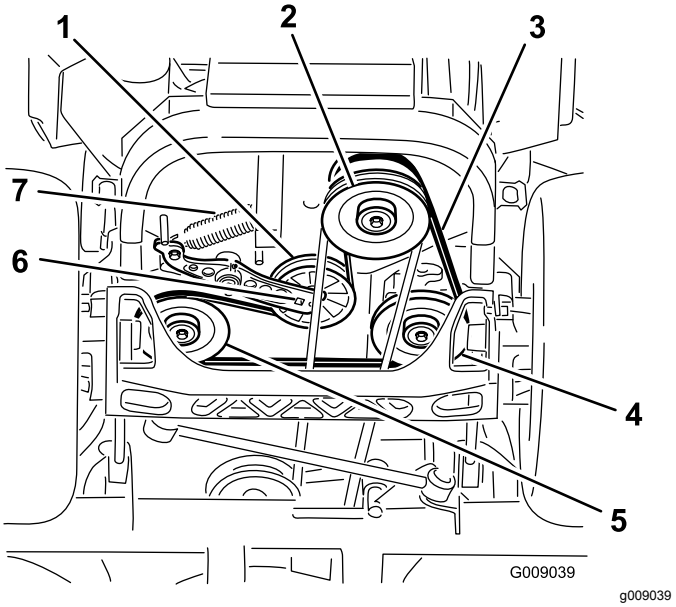

Figure 97
4. Soulevez la machine sur des chandelles (Figure 97).
5. Insérez un rochet dans le trou carré du bras de la poulie de tension pour déposer le ressort (Figure 97).
6. Décrochez le ressort de la poulie de tension du cadre (Figure 97).
9. Insérez un rochet dans le trou carré du bras de la poulie de tension pour installer le ressort de la poulie sur le cadre (Figure 97).